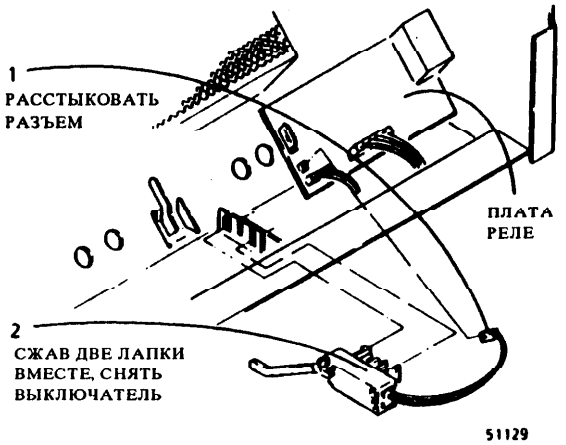

Рис. 1. Снятие выключателя выхода
2. (Рис. 1): снять выключатель выхода.